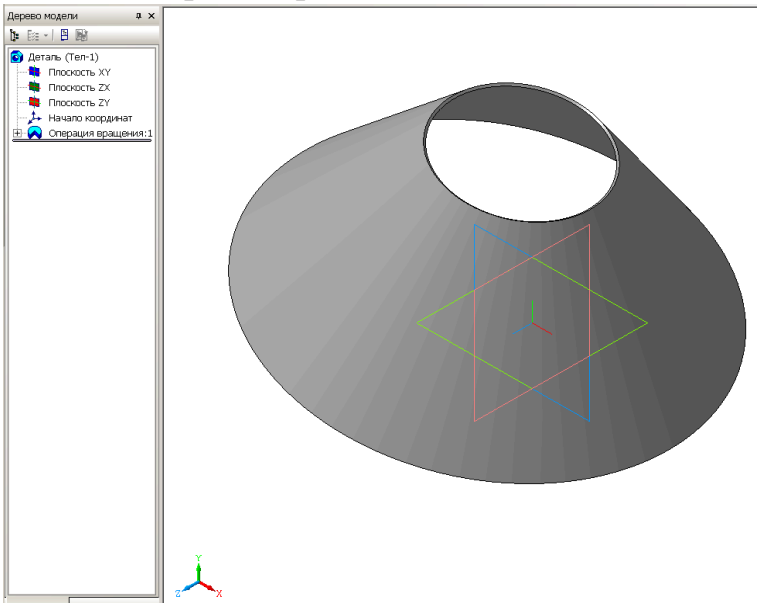

Рис. 3.7. Результат операции вращения, примененной к эскизу Отрезок.
1.17. Завершите работу с операцией, нажав кнопку **Создать объект** на панели специального управления или выбрав команду **Создать операцию** в объектном меню. Тело вращения построено рис. 3.7.